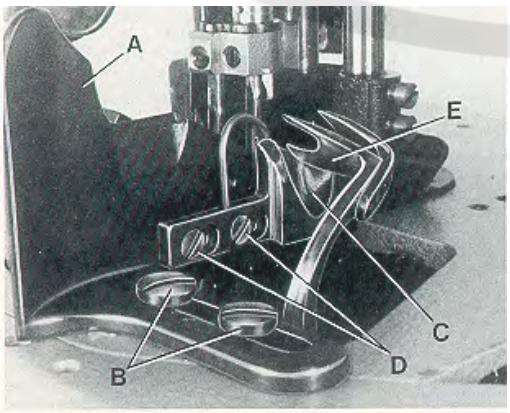

Fig. 26
Set the edge guide (A, Fig. 26) laterally as close as possible to the presser foot without contacting it. When loosening the two screws (B), the edge guide (A) can be moved laterally. Retighten screws.
Set the stitch tongue (C, Fig. 26) so that the rear part of the thread loop slides over the tongue onto the fabric, while the front part of the loop is retained until the right needle securely has entered the loop. After loosening screw (D) the stitch tongue (C) can be moved to the front or to the rear. When moving the sitch tongue to the rear, the front part of the thread loop is retained longer. Retighten screws (D).
On its travel the upper spreader (E, Fig. 26) should not contact stitch tongue (C).
Stellen Sie die Kantenführung (A, Fig. 26) seitlich so dicht wie möglich an den Drückerfuß, ohne diesen zu berühren. Nach Lösen der beiden Schrauben (B) kann die Kantenführung (A) seitlich verschoben werden. Ziehen Sie die Schrauben wieder an.
Stellen Sie die Stichzunge (C, Fig. 26) so, daß der hintere Teil der Fadenschlinge über die Zunge auf das Nähgut gleitet, während der vordere Teil der Schlinge so lange zurückgehalten wird, bis die rechte Nadel sicher in die Schlinge eingestochen hat. Nach Lösen der Schrauben (D) kann die Stichzunge (C) nach vorne oder hinten verschoben werden. Wird die Stichzunge nach hinten verschoben, wird der vordere Teil der Fadenschlinge länger zurückgehalten. Ziehen Sie die Schrauben (D) wieder an.
Der obere Blindgreifer (E, Fig. 26) darf bei seiner Bewegung die Stichzunge nicht berühren.